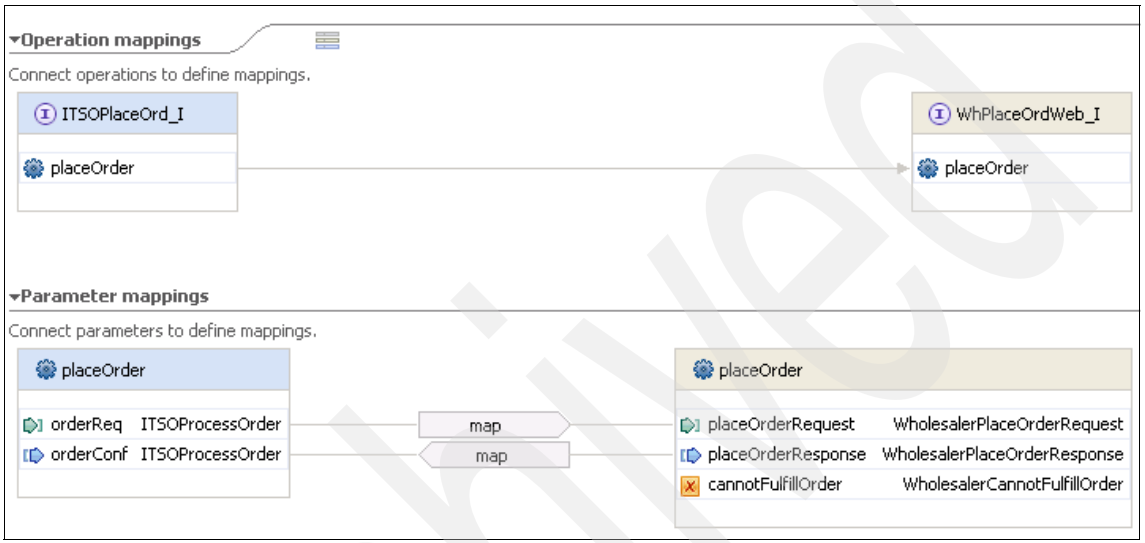

Figure 10-87 Interface map ITSO_to_WhA_Order
h. Build the interface map ITSO_to_WhA_Order in the ITSOElectronics module, as shown in Figure 10-87.